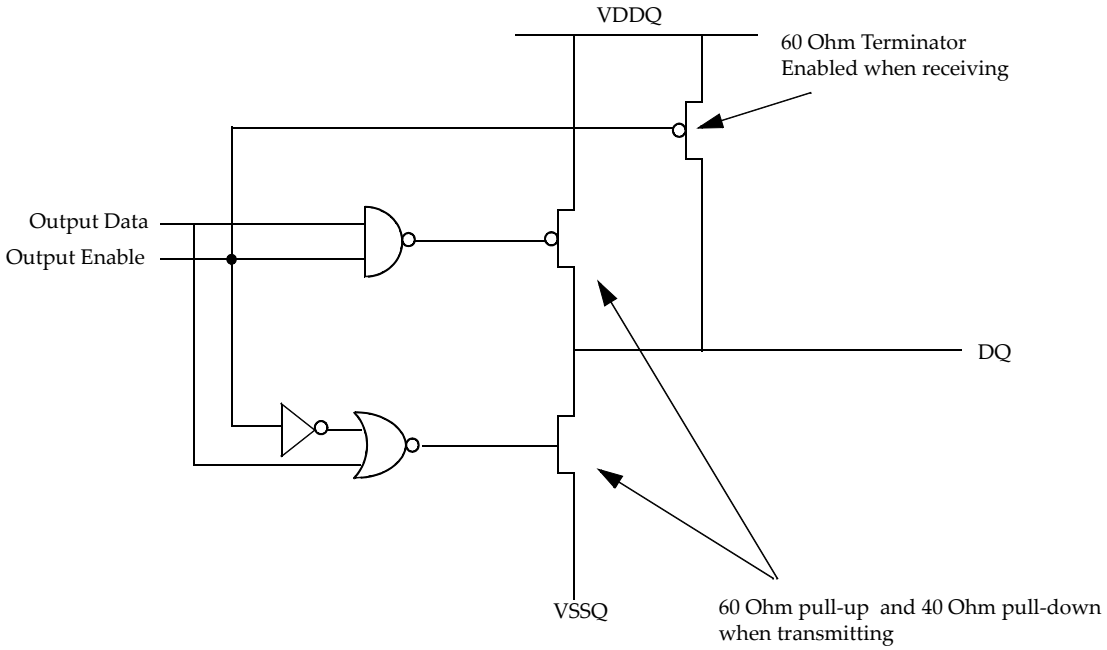

Figure 95:Master I/O Cell
The POD Master I/O cell is comprised of a 40/60 Ohm driver and a terminator of 60 Ohms. The Master POD cell's terminator is disabled when the output driver is enabled. The basic cell is shown in Figure 95.
2.) Then calibrate the NMOS device against the calibrated 120 Ohm PMOS device as illustrate in Figure 95.